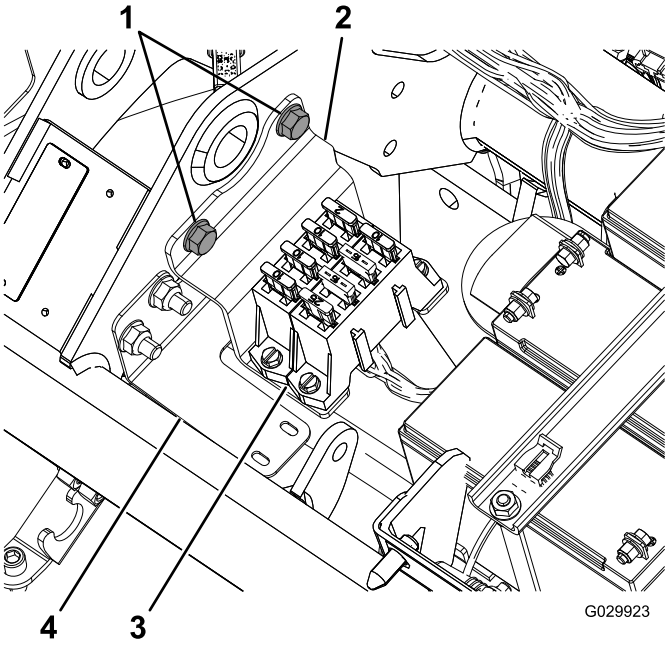

Figura 2
8. Retire o suporte de montagem que prende o bloco de fusíveis debaixo do banco (Figura 2).
Nota: Siga o perfil do suporte da cablagem; consulte a Figura 2.